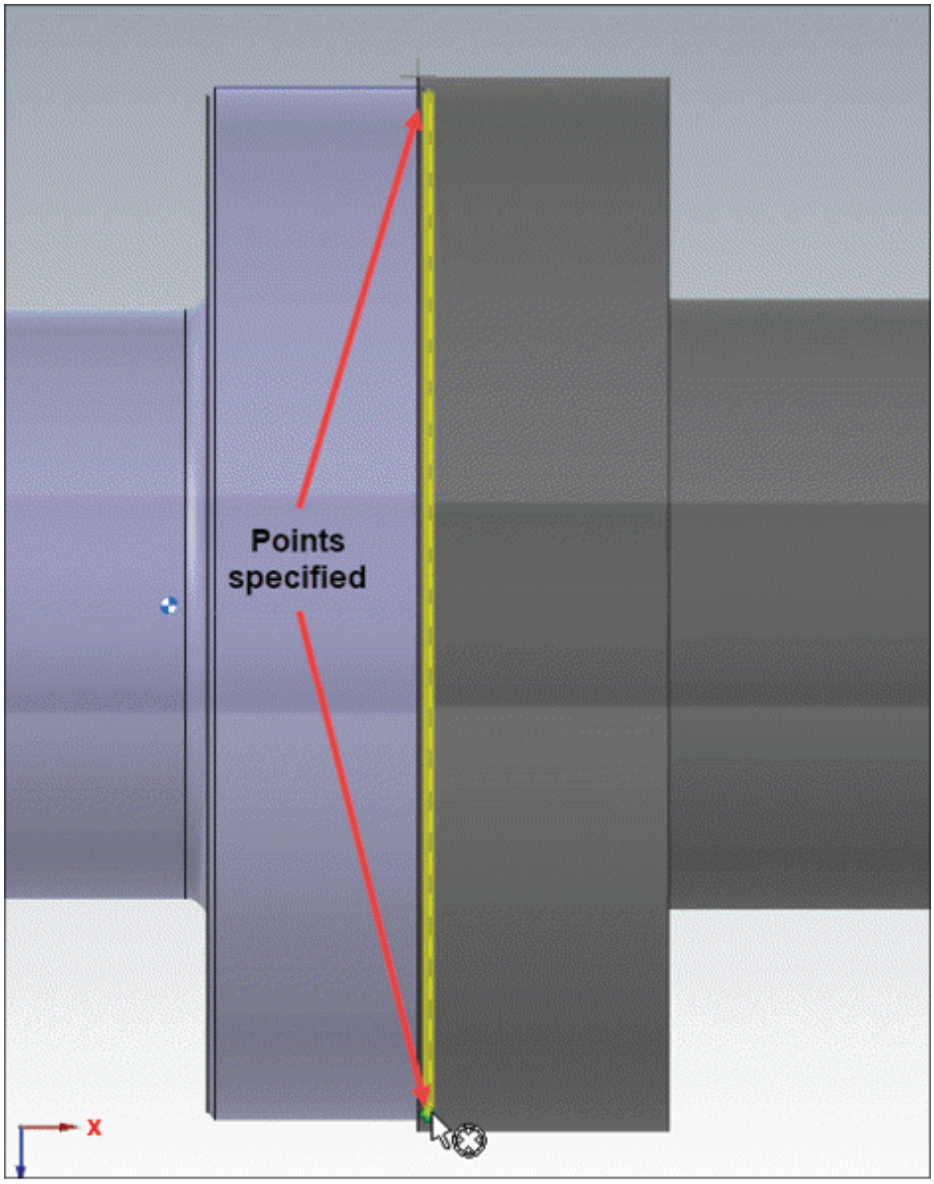

Figure-36. Specifying point for mirror axis
- Select the top and bottom point on back face of model; refer to Figure-36. Preview of mirror feature will be displayed.